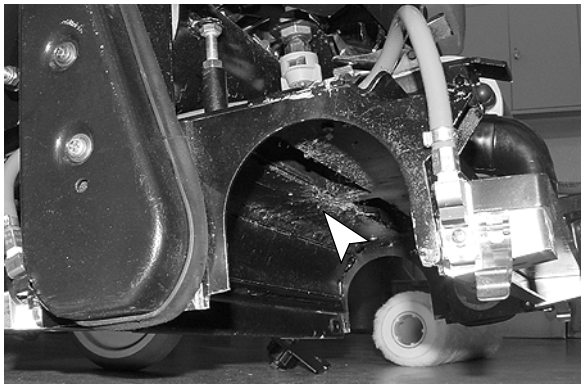

FIG. 31
2. Éliminez les débris accumulés au-dessous de la tête de brossage (Figure 31).